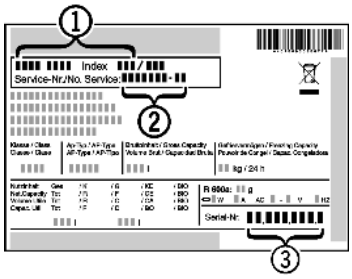

Fig. 16
▶ Označení přístroje *Fig. 16 (1)*, servisní číslo *Fig. 16 (2)* a sériové číslo *Fig. 16 (3)* naleznete na typovém štítku. Identifikační typový štítek je umístěn na levé vnitřní stěně přístroje.
▶ Informujte zákaznický servis a sdělte poruchu, označení přístroje *Fig. 16 (1)*, servisní číslo *Fig. 16 (2)* a sériové číslo *Fig. 16 (3)*.